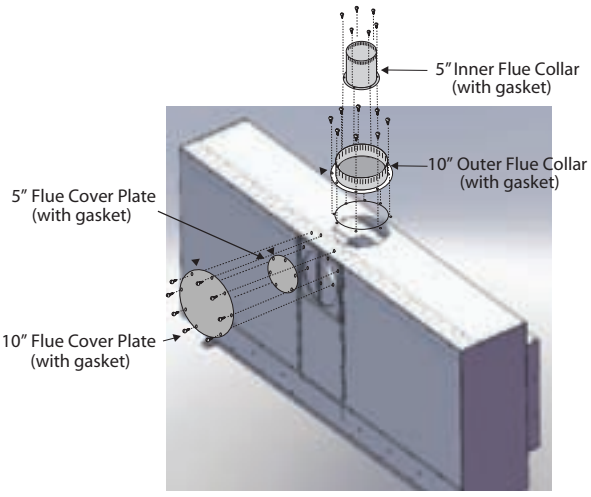

Figure 7. *Flue cover and collar removal, Top Vented fireplace*
1. Remove the Rear flue cover with gasket (5" and 10") on the flue outlet, as shown in ***Figure 7.*** **ENSURE YOU DO NOT DAMAGE THE FIBRE GASKETS.**
2. Remove the Top flue collar (5" and 10") on the flue outlet, as shown in ***Figure 7.*** **ENSURE YOU DO NOT DAMAGE THE FIBRE GASKETS.**